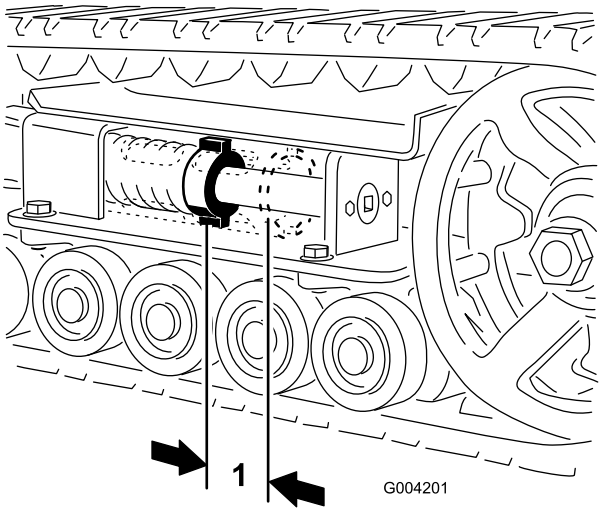
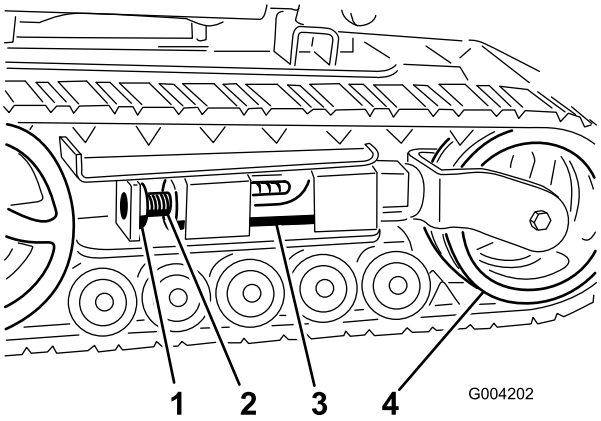
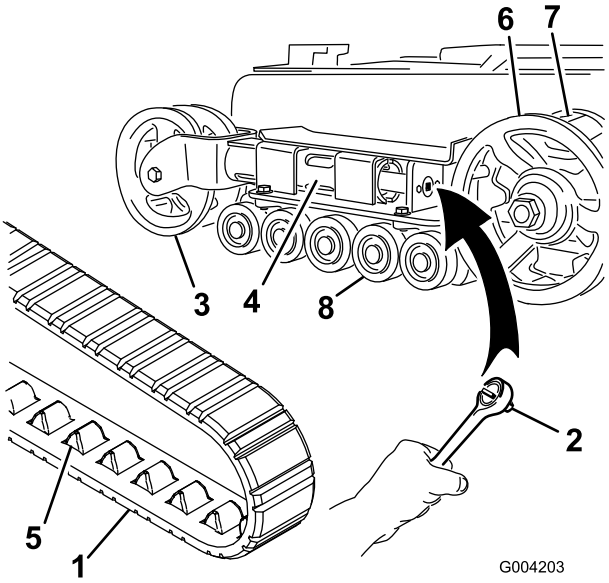
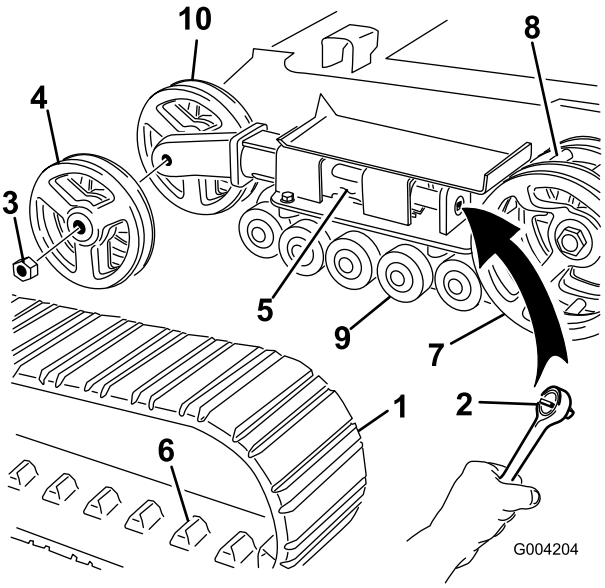

Figur 44
Figur 45
Figur 46
**Figur 47**
Det ska vara 7 cm mellan spännmuttern och spännrörets baksida (Figur 44). Om så inte är fallet ska larvbandens spänning justeras enligt följande:
3. Ta bort låsbulten och muttern (Figur 45).
4. Använd en 1/2-tums drivhylsa (Figur 46), vrid spännskruven motsols tills avståndet mellan spännmuttern och spännrörets baksida (Figur 44) är 7 cm.
5. Rikta in den närmaste skåran i spännskruven med låsbultens hål, och säkra skruven med låsbult och mutter (Figur 45).
4. Använd en 1/2-tums drivhylsa och lossa drivspänningen genom att vrida spännskruven medsols (Figur 45 & Figur 46).
5. Tryck spännhjulet mot bakre delen av enheten för att trycka gaffelröret mot ramen (Figur 46). (Om det inte rör vid ramen, fortsätt vrida spännskruven tills det vidrör ramen.)
7. När larvbandet är av spännhjulet kan du ta av det från drivhjulet och väghjulen (Figur 46).
8. Börja vid drevet och dra det nya larvbandet runt det. Kontrollera att spåren på larvbandet passar in mellan distansbrickorna på drevet (Figur 46).
9. Tryck in larvbandet under och mellan väghjulen (Figur 46).
11. Vrid spännskruven motsols tills avståndet mellan spännmuttern och gaffelrörets baksida (Figur 44) är 7 cm.
4. Använd en 1/2-tums drivhylsa och lossa drivspänningen genom att vrida spännskruven medsols (Figur 45 & Figur 47).
5. Tryck spännhjulet mot bakre delen av enheten för att flytta spännröret mot ramen (Figur 47). (Om det inte rör vid ramen, fortsätt vrida spännskruven tills det vidrör ramen.)
6. Ta bort muttern som håller fast det yttre spännhjulet, och ta därefter bort hjulet (Figur 47).
7. Ta bort larvbandet (Figur 47).
8. Ta bort muttern som håller fast det inre spännhjulet, och ta därefter bort hjulet (Figur 47).
12. Montera det inre spännhjulet och fäst det med den mutter som avlägsnades tidigare (Figur 47).
14. Montera det nya larvbandet, och kontrollera att tapparna på bandet passar in mellan distansbrickorna mitt i drevet (Figur 47).
15. Montera det yttre spännhjulet och fäst det med den mutter som avlägsnades tidigare (Figur 47).
17. Vrid spännskruven motsols tills avståndet mellan spännmuttern och spännrörets baksida (Figur 44) är 7 cm.